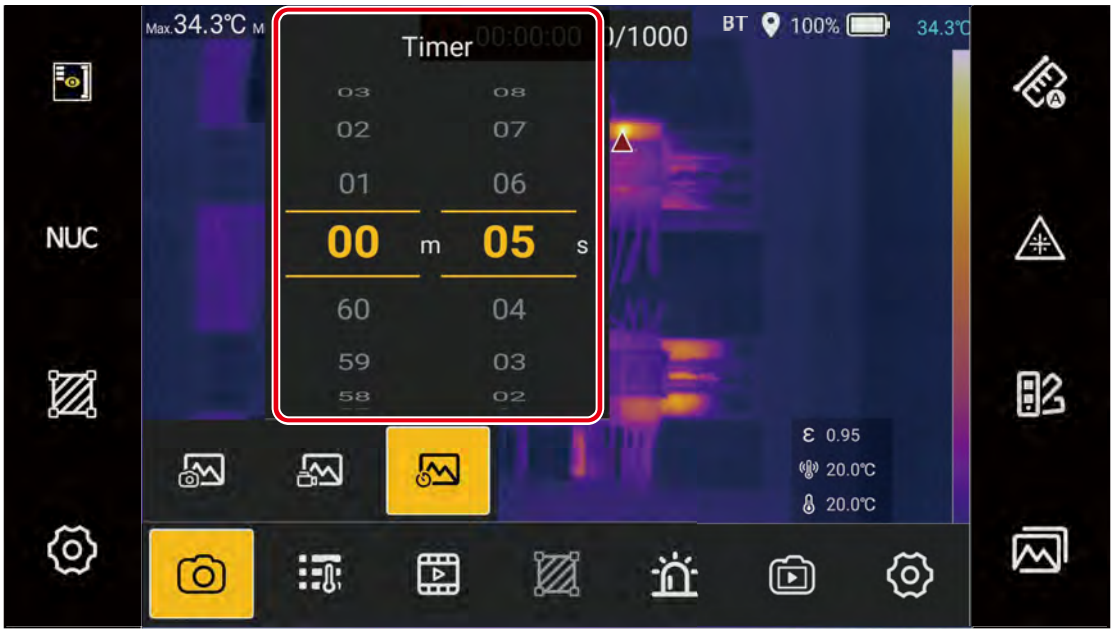

Figure 15. Timer
3. Slide on the wheel shown above the icon to select the corresponding minute and second values. See *Figure 15*.